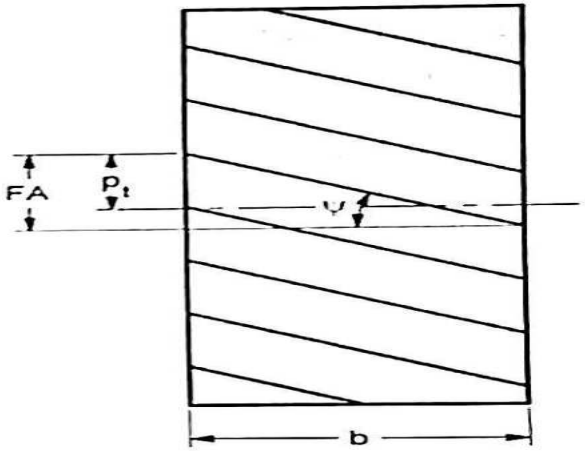

Fig. 2.4 : Face Width of Helical Gear
- From Fig. 2.4, face advance is given by,